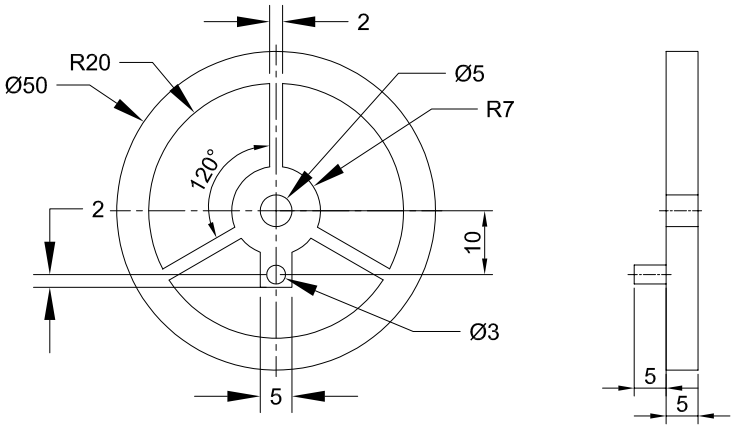

Figure 2-40 *The front view of the Wheel*
3. Similarly, create the sketches of the Wheel, Connecting rod, and Slider in a separate sketching environment. For dimensions of the sketches, refer to Figures 2-40 through 2-42. Save all the sketches as separate block files in the *c02* folder.